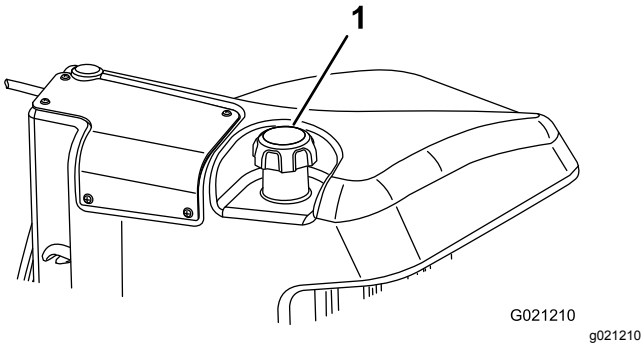

**Figur 28**
3. Ta bort locket från bränsletanken (Figur 28).